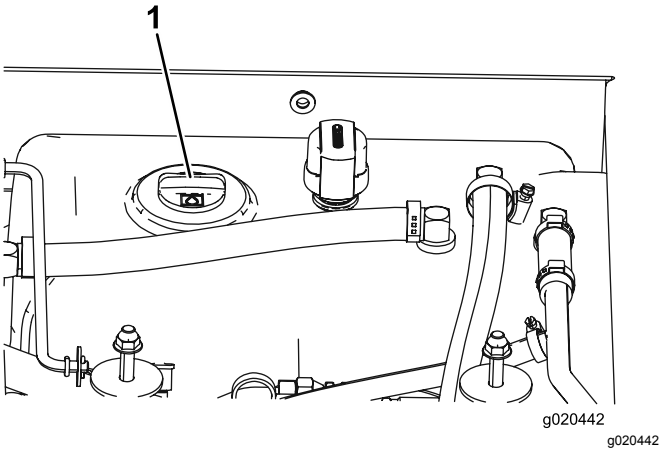

**Figur 14**
3. Rengør området omkring påfyldningsstudsen og hydrauliktankens dæksel (Figur 14). Fjern dækslet fra påfyldningsstudsen.